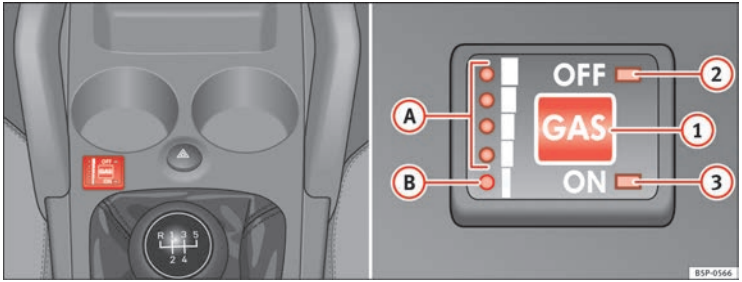

Fig. 138 Centre console: gas system control warning lights and switch.
It is possible to change from LPG to petrol while the engine is running, even if the vehicle is moving, by pressing the GAS button ⇒ fig. 138 (1). The selected operating mode is shown by the lights **OFF** (2) (running on petrol) and **ON** (3) (running on LPG).